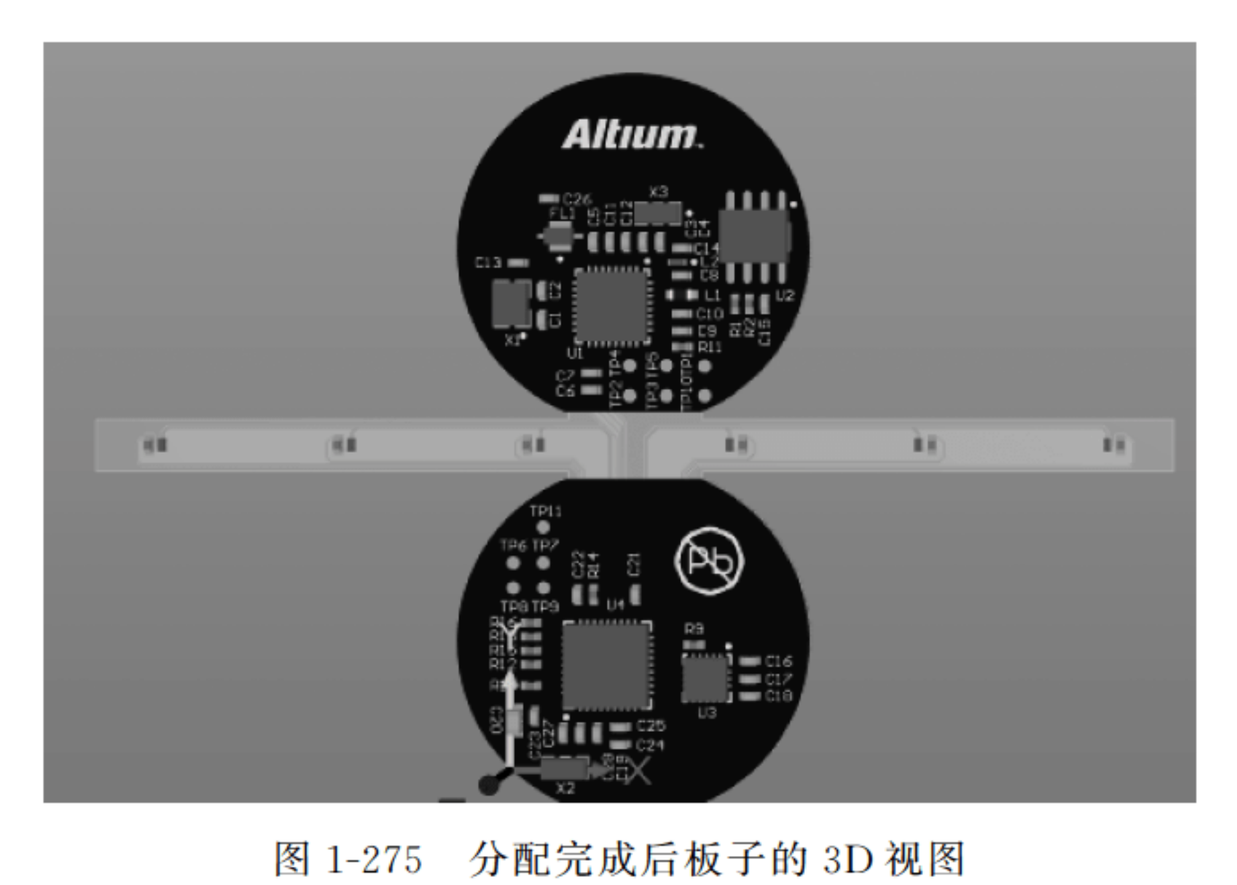

图 1-275　分配完成后板子的 3D 视图
(3) 给各个板区域分配层堆栈并重命名。双击相应的板区域,打开“板区域”对话框,设置“名称”,并选择层堆栈,如图 1-274 所示。将实例中的板子两个圆形设置为刚性板,中心矩形设置为柔性板,如图 1-275 所示。